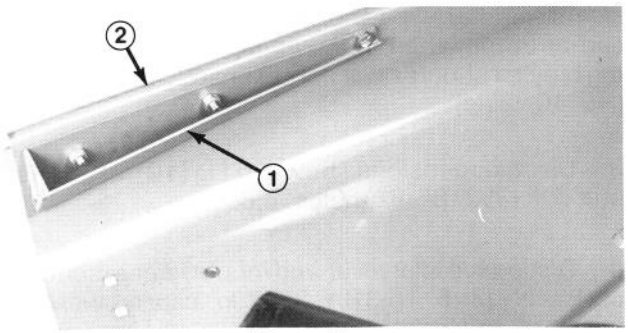

Figure 5
2. Mount end of front baffle to deck with a 5/16-18 x 7/8" lg. capscrew and locknut (Fig. 5).
3. Align baffle with edge of deck and use baffle as a template to mark and drill (2) remaining 3/8" dia. holes in deck (Fig. 5).
4. Secure baffle to deck with (2) 5/16-18 x 5/8" lg. capscrews and locknuts (Fig. 5).